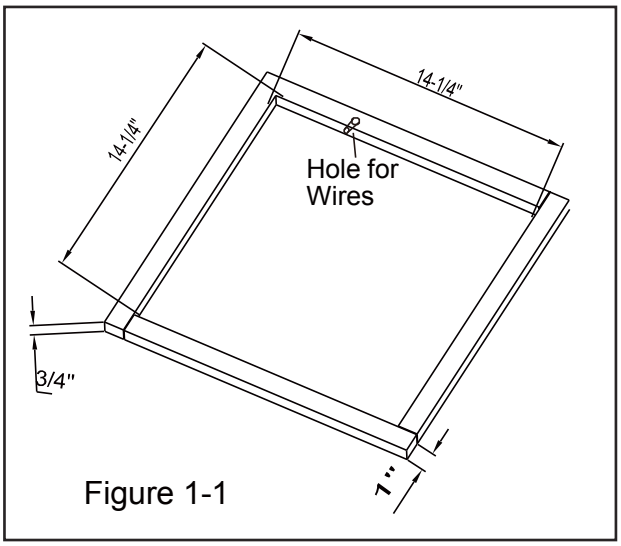

Figure 1-1
If a roof vent opening is not used,a new opening(see figure 1-1)will be cut into the vehicle roof. A matching opening will also have to be cut into the interior vehicle ceiling,be careful when cutting the ceiling opening because if the ceiling opening is carpeted,snagging could occur. After the opening in the roof and interior ceiling are the correct size,a framed support structure must be placed between the exterior roof top and interior ceiling.The reinforced framed structure must follow the following guidelines:
2. It must be capable of holding the roof outer surface and interior ceiling apart and supporting them, so that when the roof top air conditioner and ceiling assembly are bolted together,no collapsing occurs. A typical support frame is shown in Figure 1-1 .